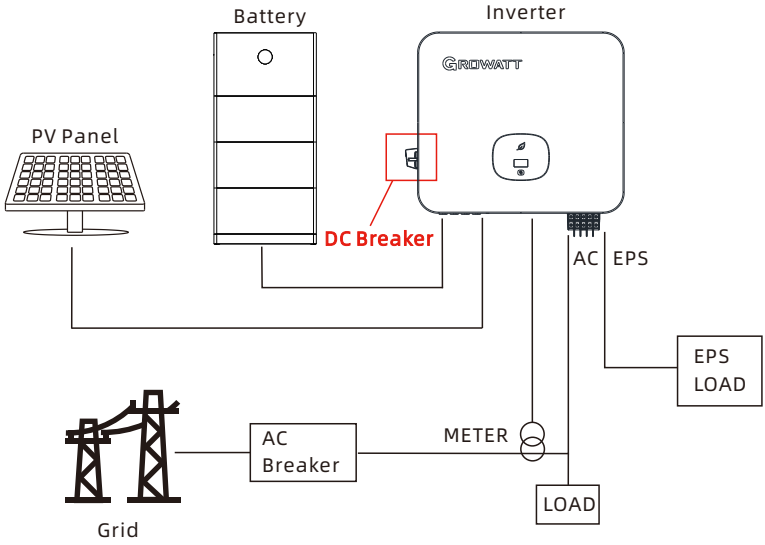

Figure 5.1 System block diagram
Step 2: Turn on the DC switch of the inverter(Figure 5.1).
Step 3: Turn on the circuit breaker connecting the inverter to the grid(Figure 5-1).
Step 1: Turn off the circuit breaker connecting the inverter to the grid(Figure 5.1).
Step 2: Turn off the DC switch of the inverter(Figure 5.1).